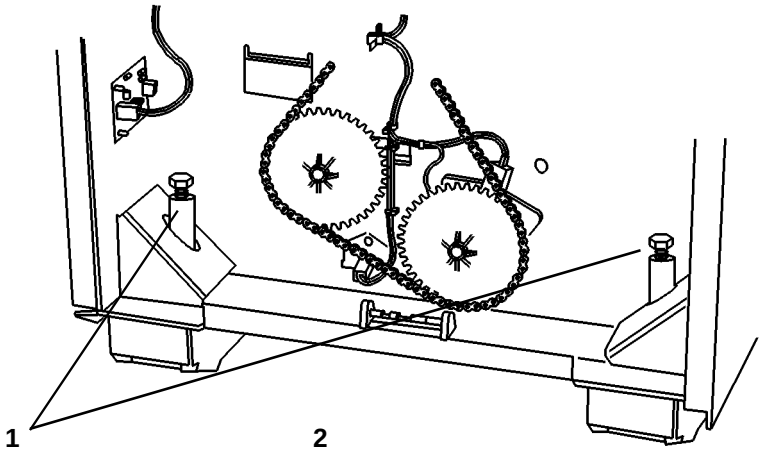

**Figure 19 Adjusting the side-to-side level**
29. Figure 19: Adjust the side-to-side level of the Printer.